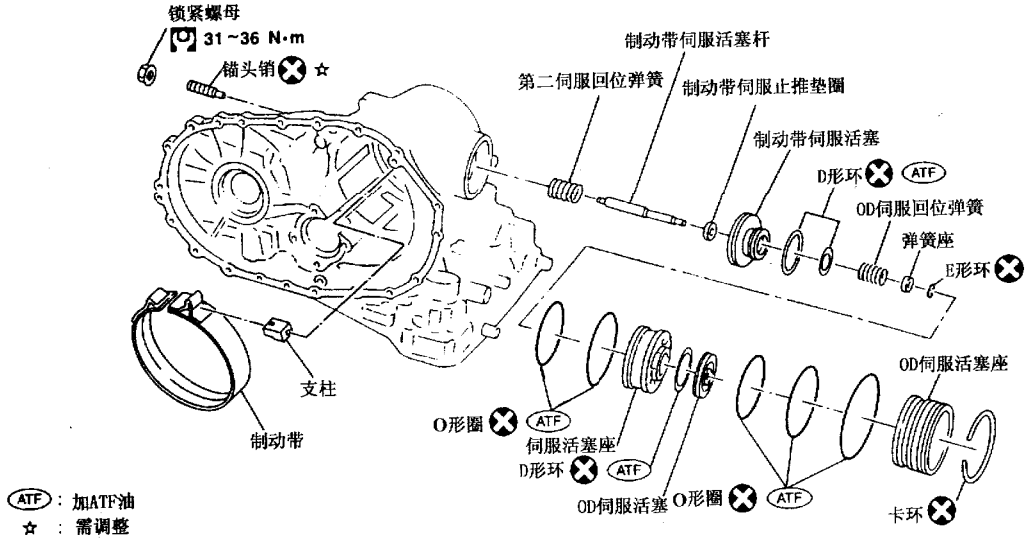

图 9－13－178
(1) 如图 9－13－179 所示，拆下制动带伺服活塞卡环。